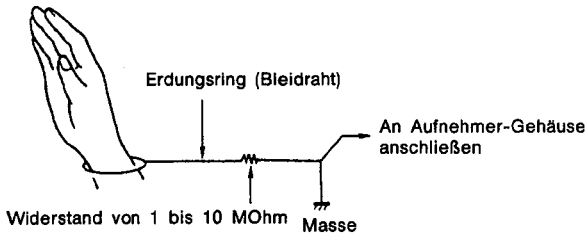

Abb. 11
(2) Handhabung des Teile-Mechanismus (Abb. 11)
Bei Arbeiten mit dem Aufnehmer-Mechanismus und dem Teile-Mechanismus, benutzen Sie einen Erdungsring, wie in Abb. 11 dargestellt. (Ein Erdungsring kann aus gewöhnlichem Bleidraht bestehen).